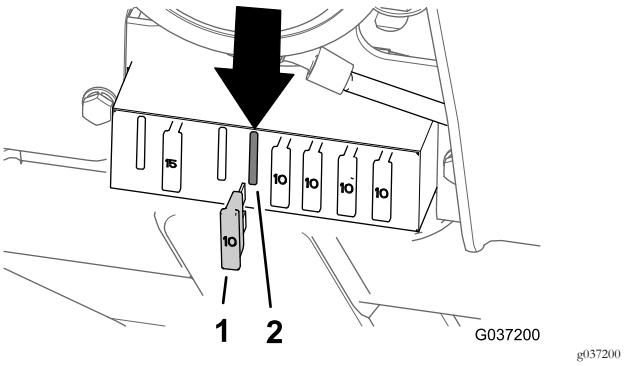

Figura 37
- Modelo 30651 – posición del cuarto fusible desde la izquierda (Figura 37)